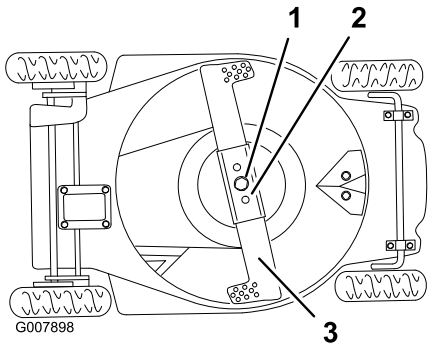

Figur 33
2. Vend gressklipperen over på dens **venstre** side (Figur 33).
2. Fjern knivbolten, låseskiven, kniven og knivoppstrammeren (Figur 33).